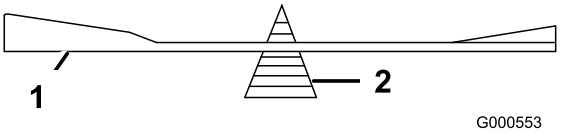

Figur 59
2. Kontroller knivens balance ved at placere den på en afbalanceringsenhed (Figur 59).